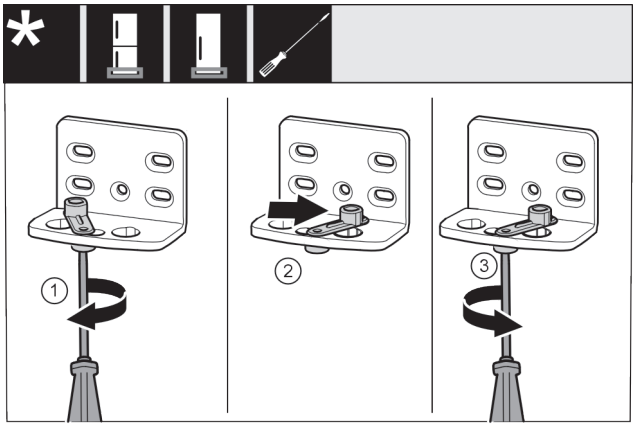

Fig. 15
- ▶ Visser sans serrer la vis *Fig. 15 (1)* avec un tournevis.
- ▶ Soulever l'aide à la fermeture de la porte *Fig. 15 (2)* et la tourner à 90° vers la droite dans l'alésage.
- ▶ Serrer la vis *Fig. 15 (3)* avec un tournevis.